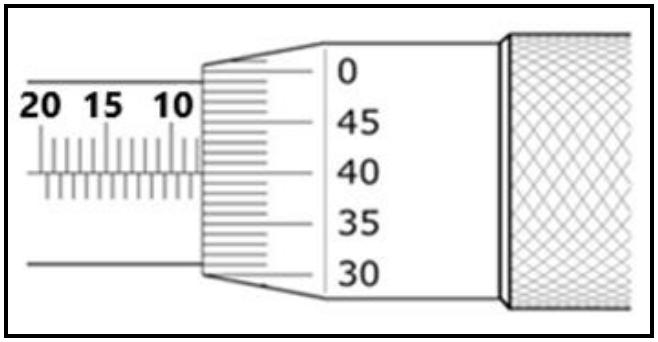

FIGUUR 7.1 (2)
7.1 Bepaal die diepte-mikrometerlesing wat in FIGUUR 7.1 getoon word.